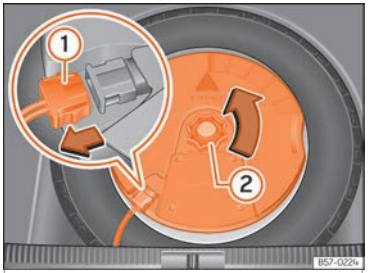

Fig. 318 In the boot: remove the subwoofer.
– Disconnect the cable for the subwoofer speaker **››› Fig. 318** ①.
– Turn the securing wheel anti-clockwise ②.